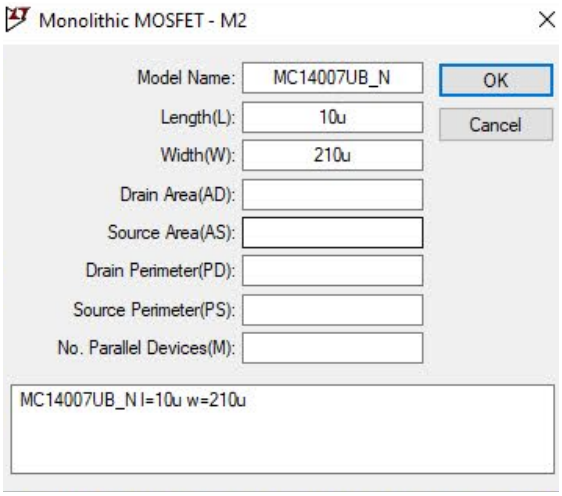

Figura IX.3. Parámetros del MOSFET.
2. A continuación, editar las propiedades de este componente dando un **click** con el botón **derecho** del ratón y modificar los campos indicados en la figura IX.3: